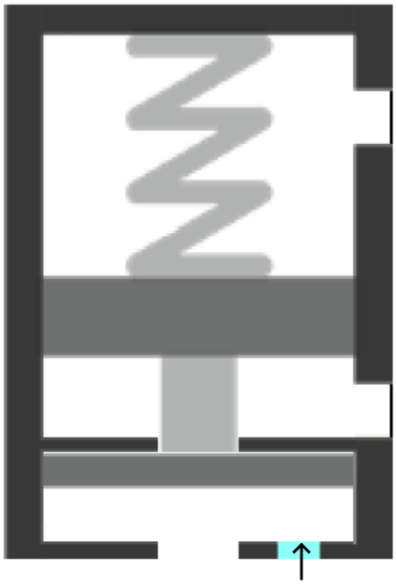
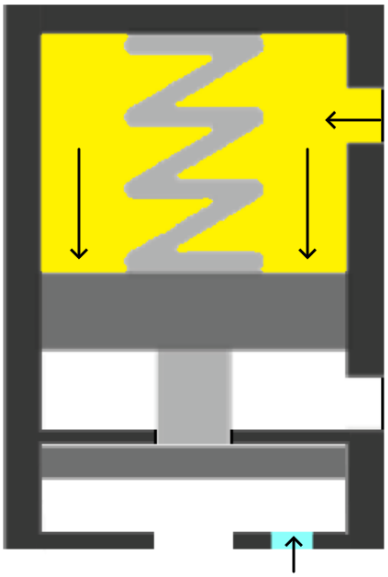
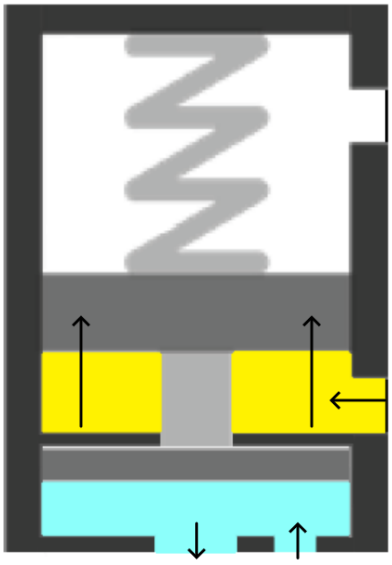

Abbildung 03 – Ruhephase einfachwirkend
Abbildung 04 – Ruhephase doppeltwirkend
Abbildung 05 – Dosierphase einfach- und doppeltwirkend
Im einfachwirkenden Betrieb hält die Feder das Ventil geschlossen. Der Flüssigkeitsdruck muss dabei unterhalb des von der Feder erzeugten Schließdrucks bleiben (Abbildung 03). Die Flüssigkeit befindet sich am Flüssigkeitseinlass, dessen Eingang durch die Membran blockiert ist, die durch die von der Feder gedrückte Nadel in Position gehalten wird. Wird der Knopf am Griff gedrückt, sendet die SPS ein Schaltsignal an das Magnetventil. Daraufhin strömt Luft über den Dosiereingang ein, hebt den Kolben sowie die Nadel und die Membran an, sodass die Flüssigkeit bis zur Düse durchfließen kann (Abbildung 05).
Bei doppeltwirkendem Betrieb ist die Arbeitsweise ähnlich wie bei einfachwirkendem Betrieb, nur dass neben der Feder, die das Ventil geschlossen hält, ein pneumatischer Druck vom Schließeingang des Ventils vorhanden ist (Abbildung 04). Dies ist erforderlich, wenn mit Flüssigkeitsdrücken gearbeitet werden muss, die höher sind als der von der Feder ausgeübte Druck.
- Die Flüssigkeit steht unter Druck am Flüssigkeitseingang und liegt an der Membran an; im Fall des einfachwirkenden Betriebs nur mit der Feder, die den Flüssigkeitsaustritt verschließt (Abbildung 03), im Fall des doppeltwirkenden Betriebs auch mit pneumatischem Druck (Abbildung 04);
- Die Nadel hebt sich, hebt die Membran an und ermöglicht das Austreten der Flüssigkeit (Abbildung 05);